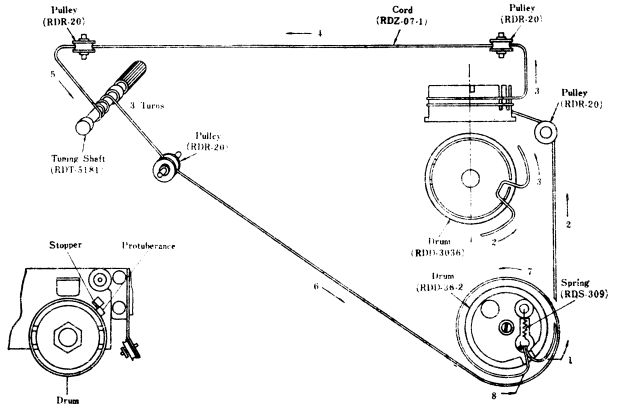

Fig. 5 Fig. 6
4. Set drum (Part No. RDD-3036) so that stopper of drum hits protuberance of chassis as illustrated in Fig. 5.